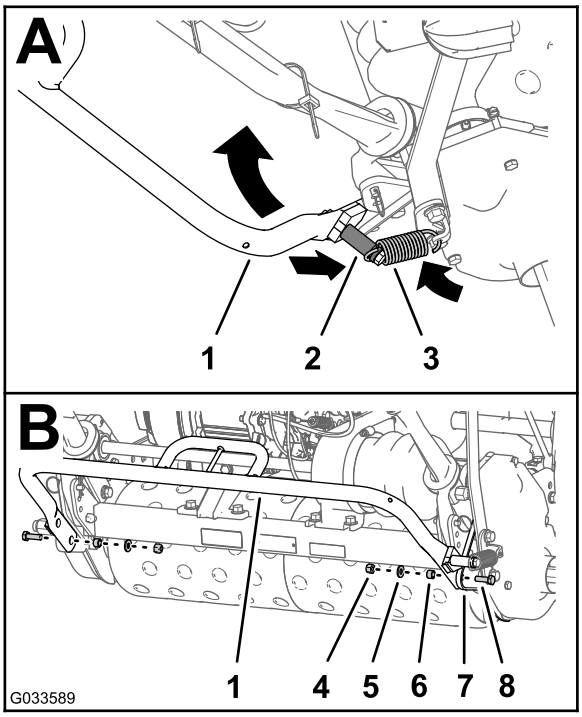

Rysunek 8
12. Zamocuj sprężynę swobodnym końcem do zaczepu sprężyny na podpórce (A na Rysunek 8).
13. Zamocuj podpórkę do płyt bocznych, używając nakrętek zabezpieczających, podkładek płaskich i dystansowych oraz śrub (5/16 x 1 cal) odłożonych w kroku 1 (B na Rysunek 8).